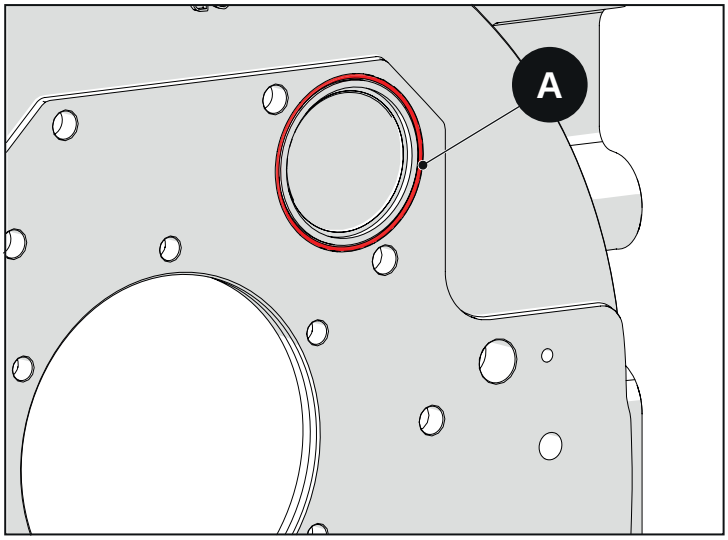

Abb. 2.129
- Silikon vom Typ Dow Corning 7091 in die Nut der Glocke, die Aufnahme des O-Rings, einführen. (Abb. 2.129)